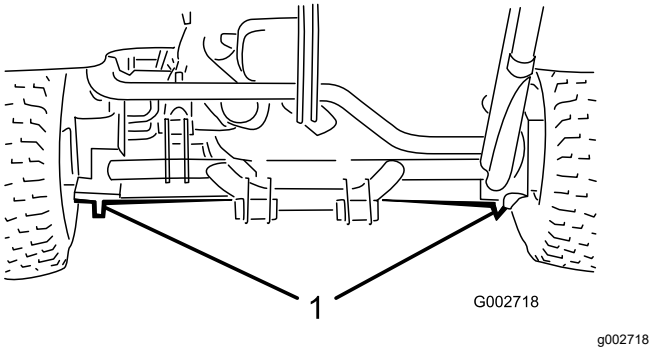

Figur 17
- Venstre eller højre side – under baghjulsmotoren eller stellet (Figur 17).